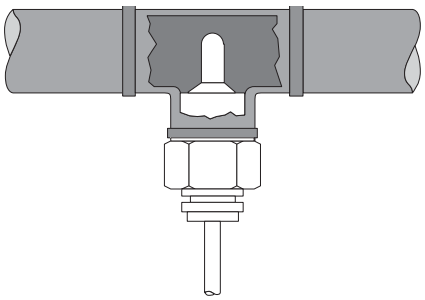

Abb. 2b: Einbau von unten
- Falls Sie Luftpolster in der Rohrleitung nicht vermeiden können, ist die Funktion des Strömungswächters beim Einbau von unten in die Rohrleitung gewährleistet, wenn sich die Messsonde noch vollständig im Medium befindet (Abb. 2b).